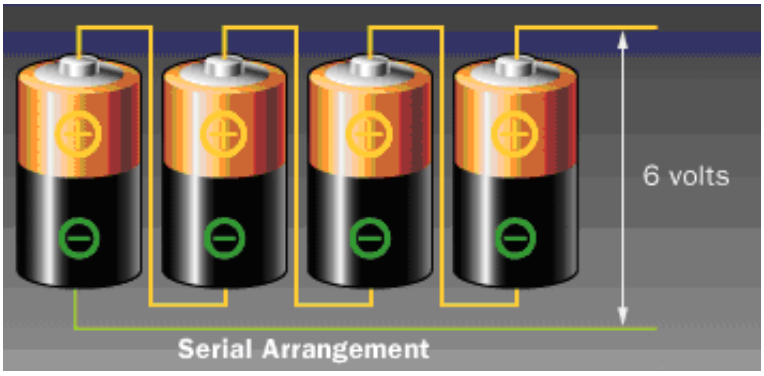

Figure 8: Cells in Series Arrangement – In this example the voltage is increased four fold but the multi-cell battery retains the capacity of a single cell.
- **Series** – Batteries that have cells in a series configuration (Figure 8) have a higher voltage which means that the voltage at the terminal is higher than any individual cell. This is usually driven by the design of the end item. For example the 12-volt car battery is comprised of a total of six 2-volt cells.